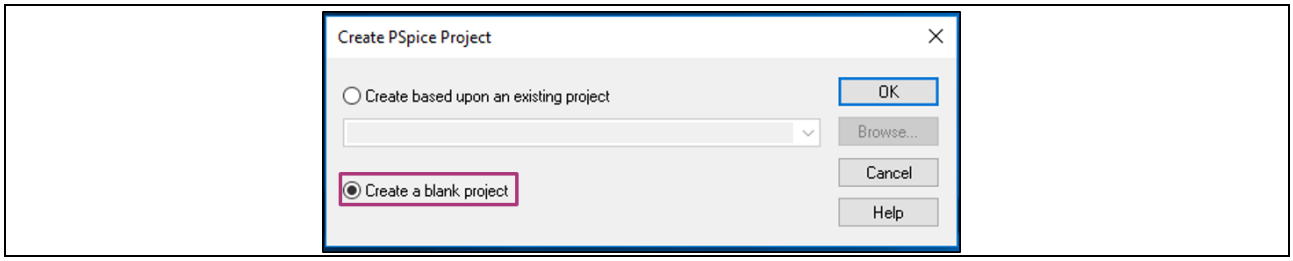

Figure 2 Blank project
- After pressing OK, select the **Create a blank project** option in the **Create PSpice Project** pop-up and confirm with OK (Figure 2)